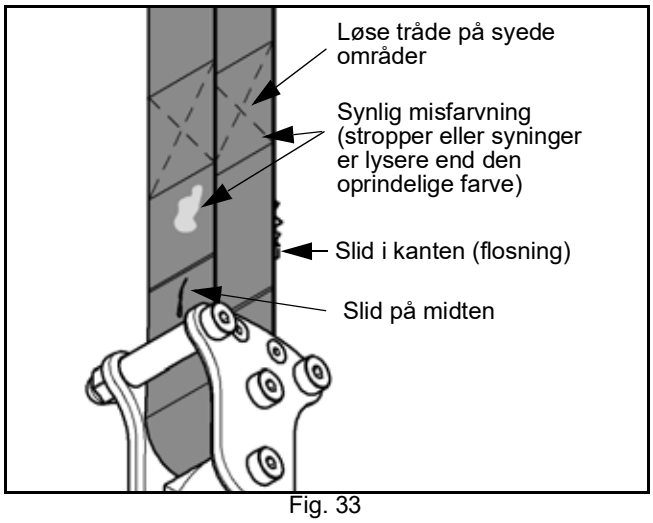

Fig. 33
2) Se efter tegn på slid eller misfarvning (se Fig. 33 herunder).